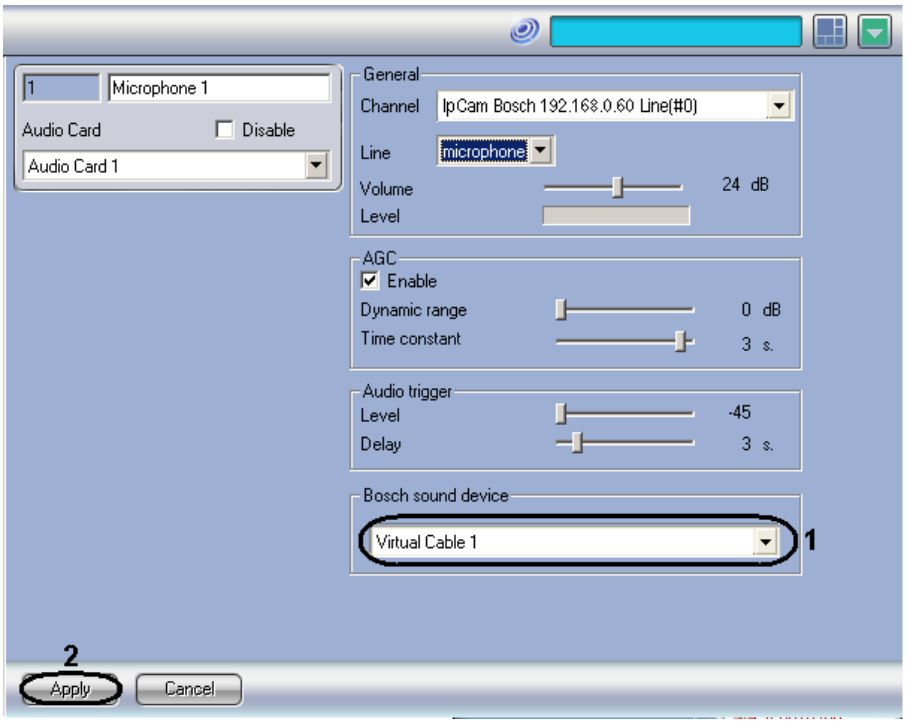

Figure 8.8-39. Selection of Bosh sound device
6. Create Microphone object on the base of this object and go to its settings panel (Figure 8.8-39, Registration of audio input device and microphones in the Intellect program complex).
7. From the dropdown list Bosh sound device select the value Virtual Cable (Figure 8.8-39, 1).
8. To save the changes click Apply button (Figure 8.8-39, 2).